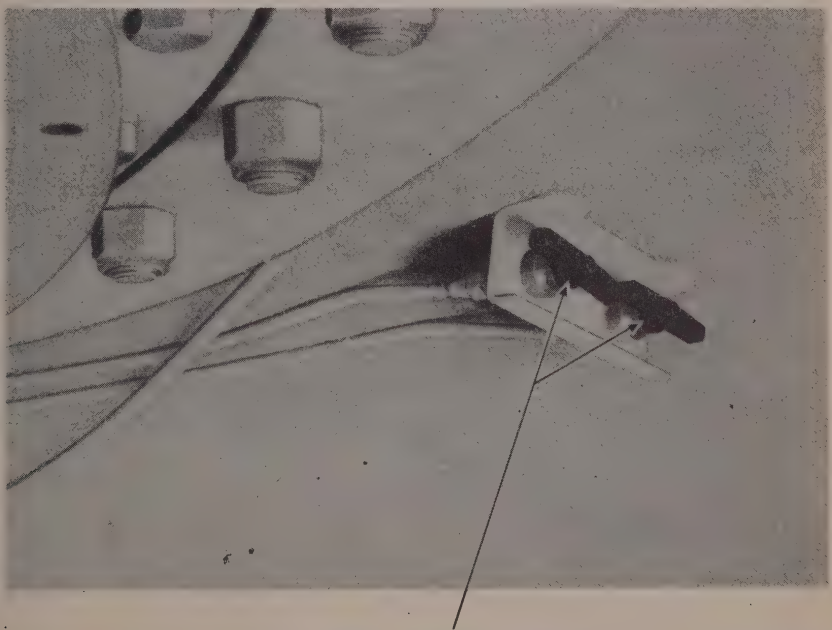

Figure 51—Fire Extinguisher Controls on Left Bow
(2) The fire extinguisher system can be put into operation from inside or outside the tank, by pulling the control handles. The inside handles are located on the hull just above and to the left rear of the driver (fig. 51). The outside handles are on the upper part of the hull, just ahead of the left side of the air inlet (fig. 39).